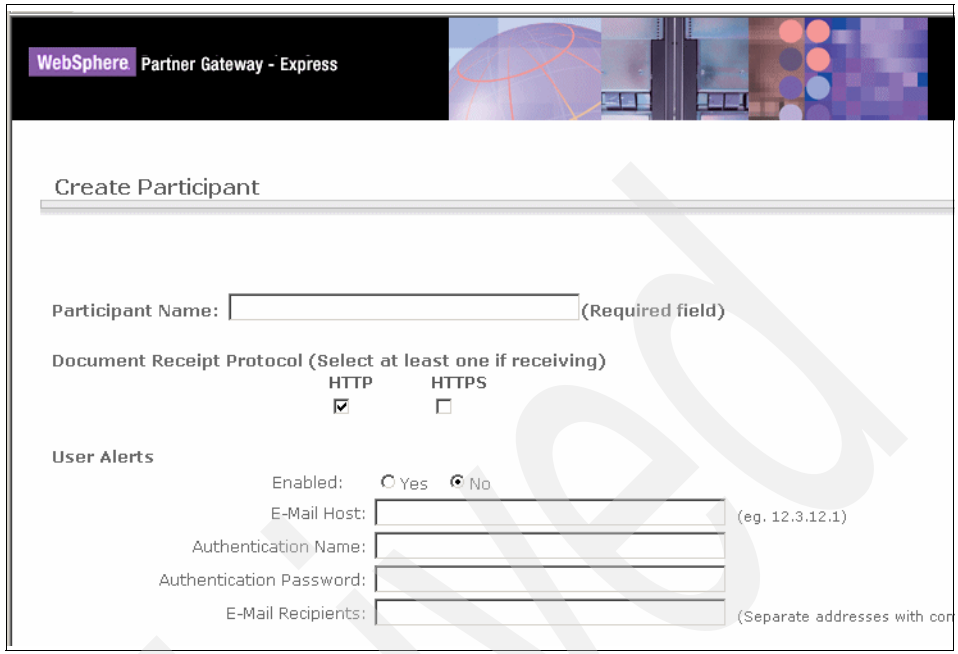

Figure 9-10 Create Participant initial screen
7. When the logon is complete, the Create Participant window is displayed. See Figure 9-10 on page 272.